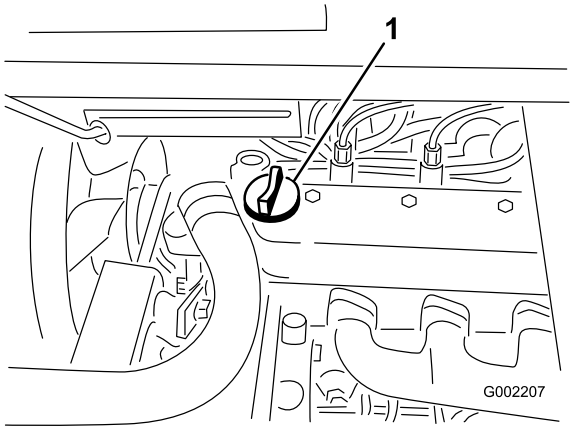

Figure 38
3. If the oil level is low, remove the filler cap from the valve cover (Figure 38) and pour oil into the opening until the oil level is up to the Full mark on the dipstick; refer to Servicing the Engine Oil for the proper oil type and viscosity. Add the oil slowly and check the level often during this process. Do not overfill.